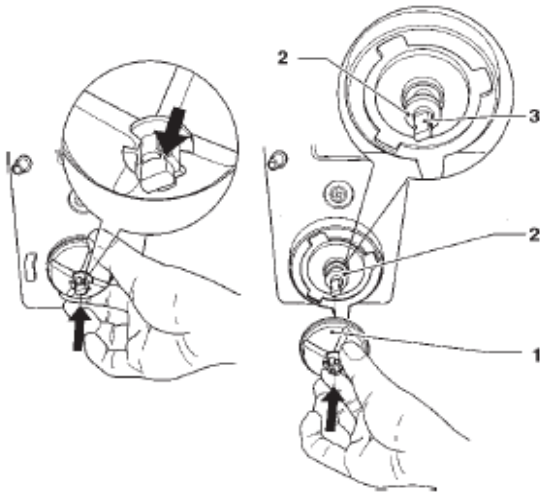

Рис. 34
- Проверить, не повреждено ли манжетное уплотнение сальникового устройства и не потеряло ли оно эластичность; для установки поместить уплотнение сразу за отводом вала. Когда крыльчатка введена полностью, сальниковое устройство примет правильное положение (см. рис. 34).